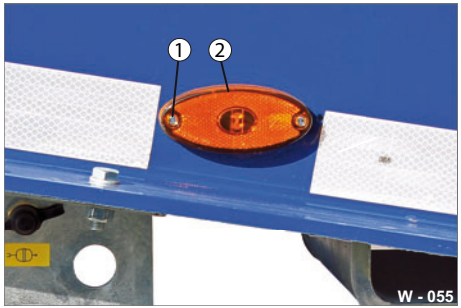

Abb. 55 Seiten-Markierungsleuchte
- ▶ Lösen Sie die Befestigungsschrauben (Abb. 55/1).
- ▶ Entnehmen Sie die LED-Leuchte (Abb. 55/2) - Verbindung ausstecken.